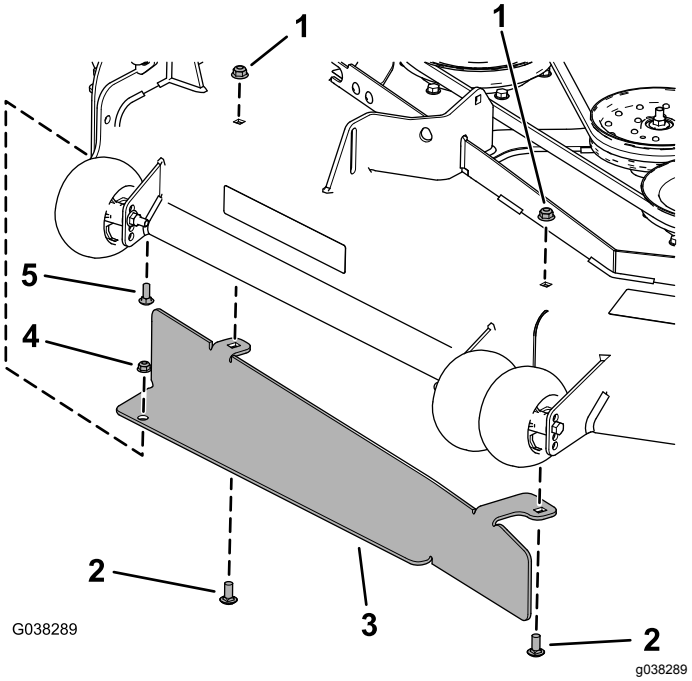

Rysunek 16
2. Zainstaluj przegrodę za pomocą śruby podsadzanej (5/16 x ⅞ cala), nakrętki kołnierzowej (5/16 cala), 2 śrub podsadzanych (⅜ x ⅞ cala) oraz 2 nakrętek kołnierzowych (⅜ cala), jak pokazano na Rysunek 16.